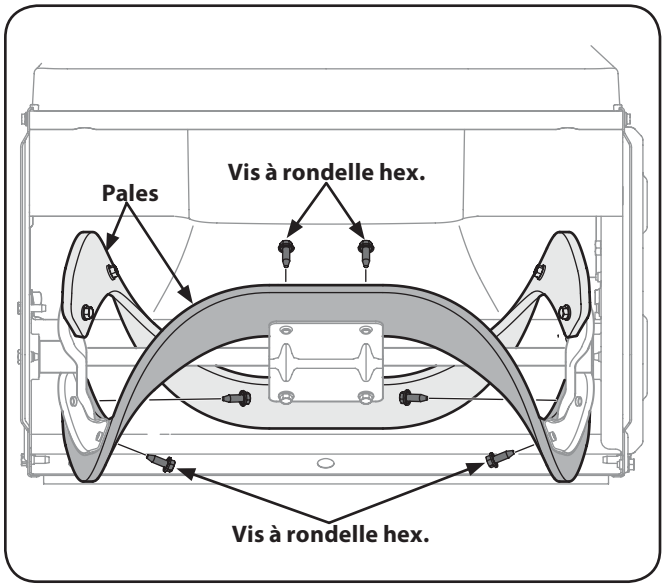

Figure 7-4
3. Pour démonter les pales, enlevez les vis à rondelle hex. qui les maintiennent sur la tarière. Voir la Fig. 7-4.